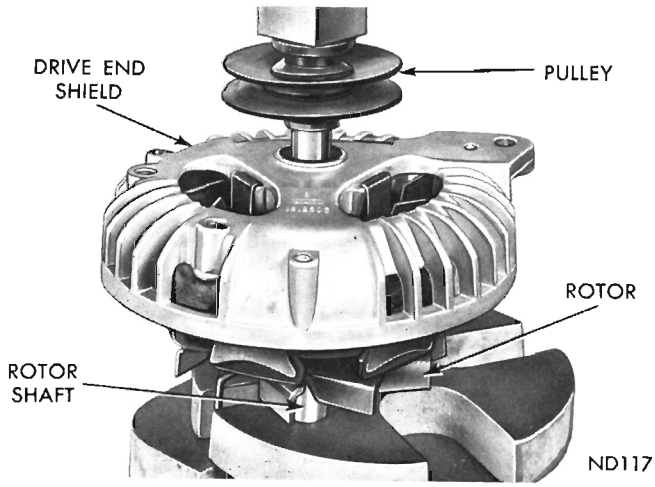

Fig. 38—Installing Alternator Pulley
(9) Install pulley on rotor shaft. Shaft of rotor must be supported in a manner so all pressing force is on pulley hub and rotor shaft (Fig. 38). **Press pulley on rotor shaft until pulley contacts inner race of drive and bearing. Do not exceed 6800 pounds pressure. Do not hammer.**